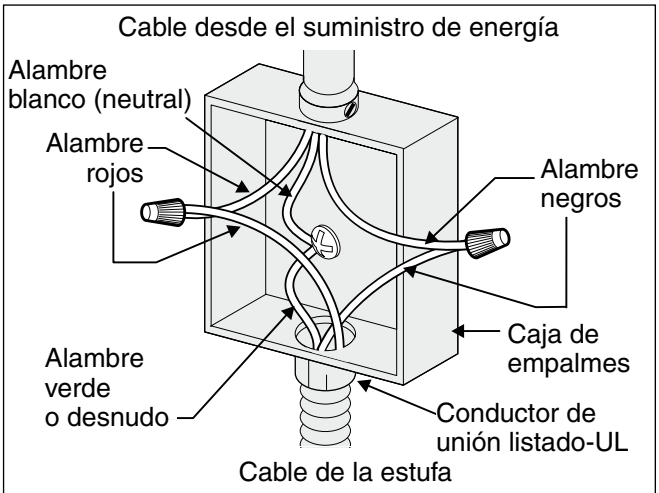

Figura 3 - CAJA DE EMPALMES DE 3 ALAMBRES PUESTA A TIERRA
Donde los códigos locales permitan conectar el conductor de puesta a tierra del electrodoméstico al neutral (blanco) (ver figura 3):
2. En el interruptor automático, caja de fusibles o caja de juntas: conectar el aparato y los cables residenciales como se muestra en la figura 3.